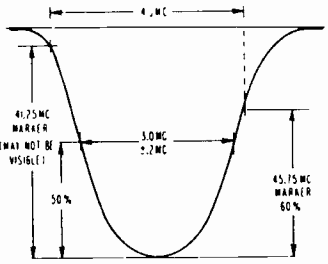

Fig. 3 IF CURVE
5. The IF curve now obtained should be check against the ideal response curve, see figure 3. Maintain sweep output at 3V PP as alignment progresses. Keep markers low. A reduction in sweep output should reduce curve amplitude without appreciably altering the shape of the response curve.